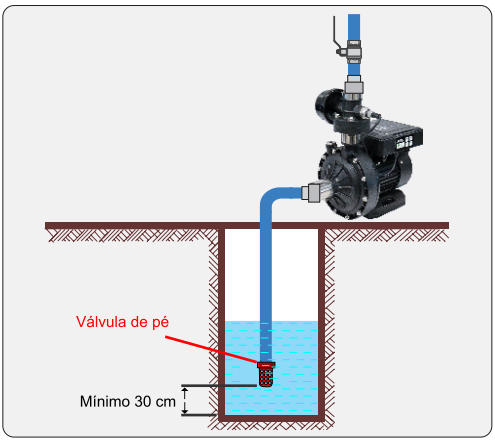

Figura 4
a tubulação de sucção preenchida com o líquido quando o sistema for interrompido (ver figura 4).
8.16 A válvula de pé deve ficar, pelo menos, 30 cm acima do fundo, no centro do poço ou cisterna e deve-se garantir uma coluna de água suficiente para que não entre ar pela mesma. (ver figura 4).